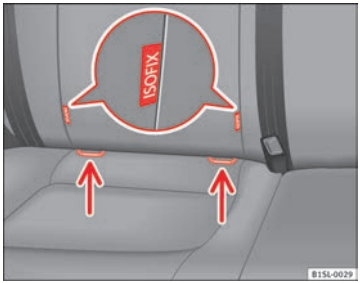

Fig. 53 On the vehicle seat: Identification variants of the anchor points for the child seats
- Press the child seat onto the retaining rings ⇒ Fig. 53 in the direction of the arrow. The child seat must be safely engaged and click audibly into place.
- Place the child seat on the seat cushion and attach the retaining strap hooks to the retaining rings ⇒ Fig. 53.